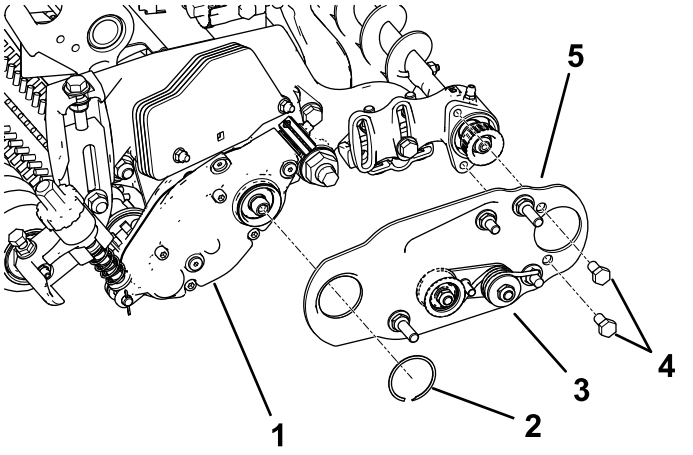

Figur 12
3. Montera rullborstens vänstra eller högra svängplatta (Figur 12).
Obs: Kontrollera att mellanremskiveenheten finns monterad längst ner enligt Figur 12.
4. Stryk på blå gängtätningsmassa på de två skruvarna (5/16 x ½ tum) och använd dem för att montera borstplåten på rullborstens lagerhus (Figur 12).
5. Fäst borstplåten på rullborsthuset med fästringen (Figur 12).